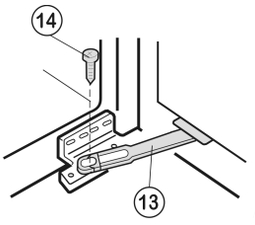

Fig. 8
- ▶ To detach the stop *Fig. 8 (13)*: undo the screw *Fig. 8 (14)*.